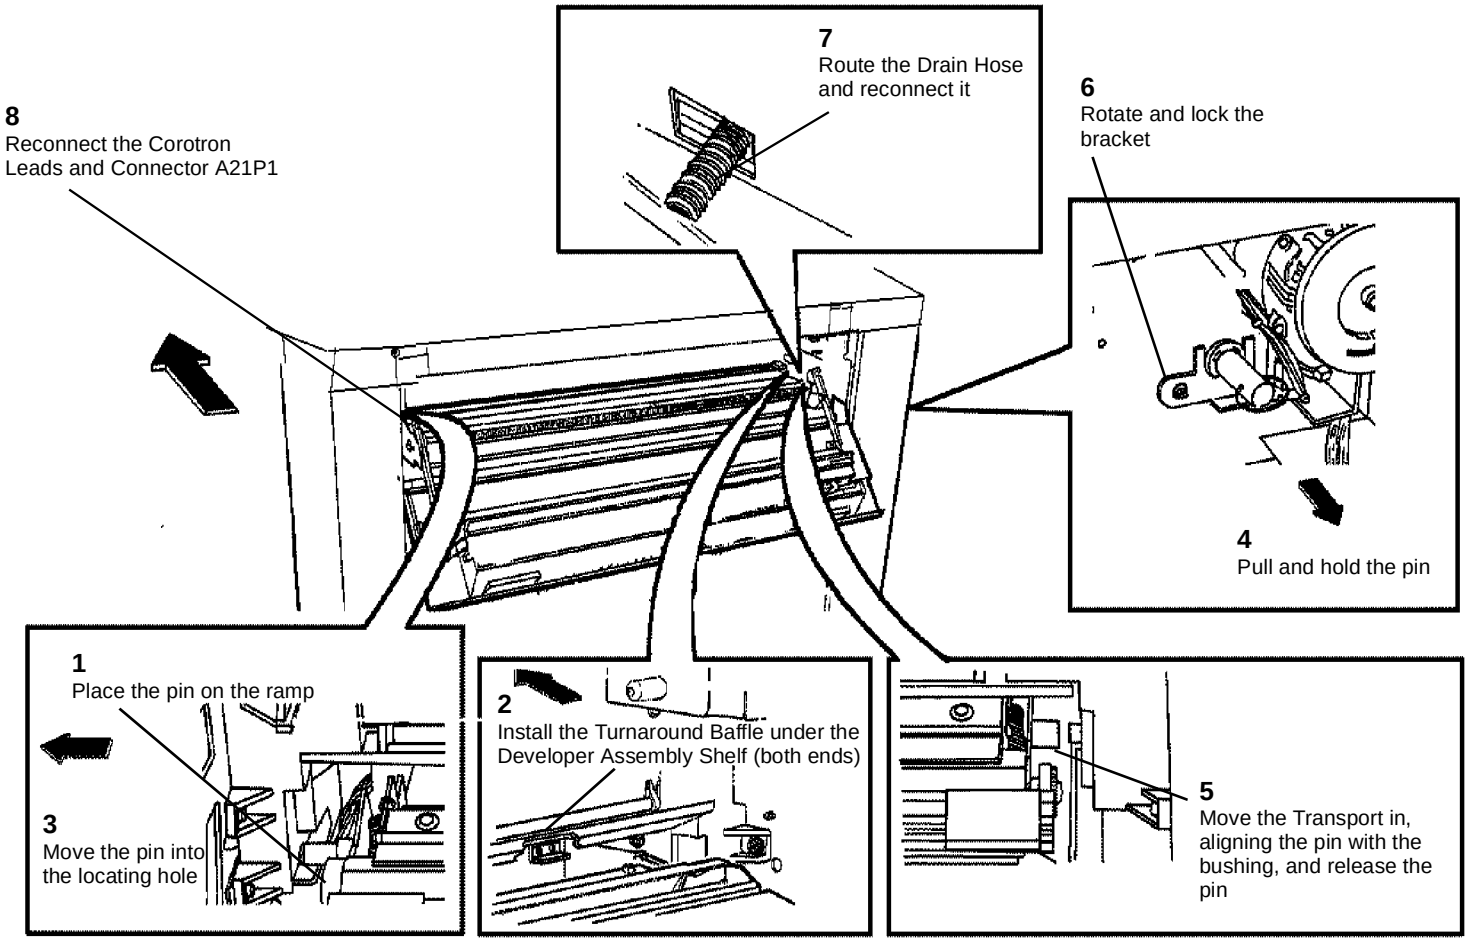

**Figure 4 Reinstalling the Media Transport Assembly**
3. (Figure 4): Reinstall the Media Transport Assembly.